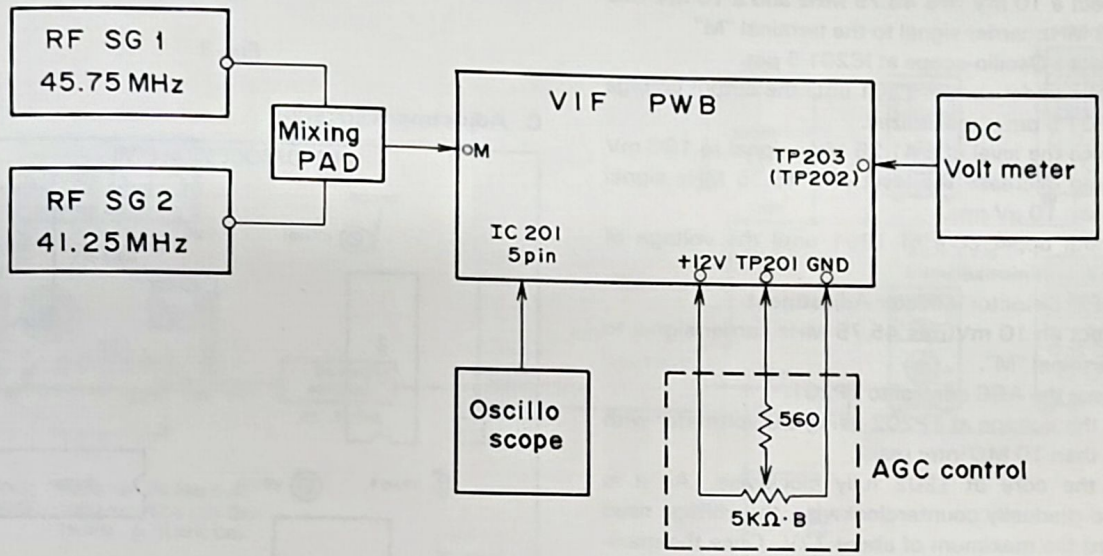

Fig. 1
a. Connect the AGC Control shown in Fig. 1 to TP201 on the VIF PWB.